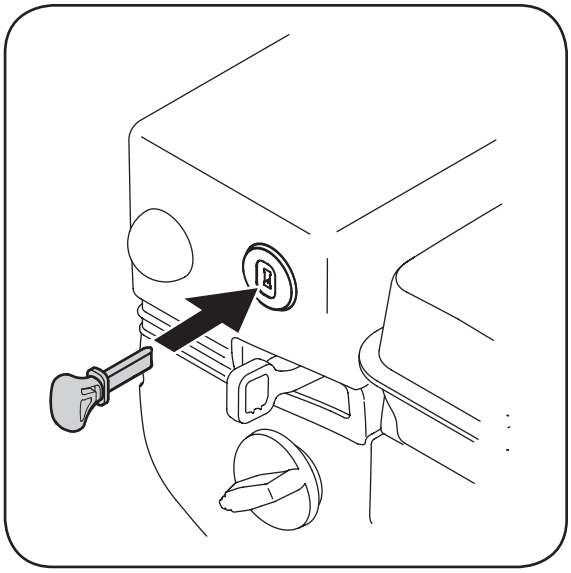

Figure 2-5: La clé de contact est un dispositif de sécurité.
2. Placez la clé de contact dans la fente. Figure 2-5. Vérifiez qu'elle s'emboîte bien. NE la tournez PAS. **Le moteur ne peut pas démarrer tant que la clé n'est pas bien enfoncée dans le commutateur d'allumage.**